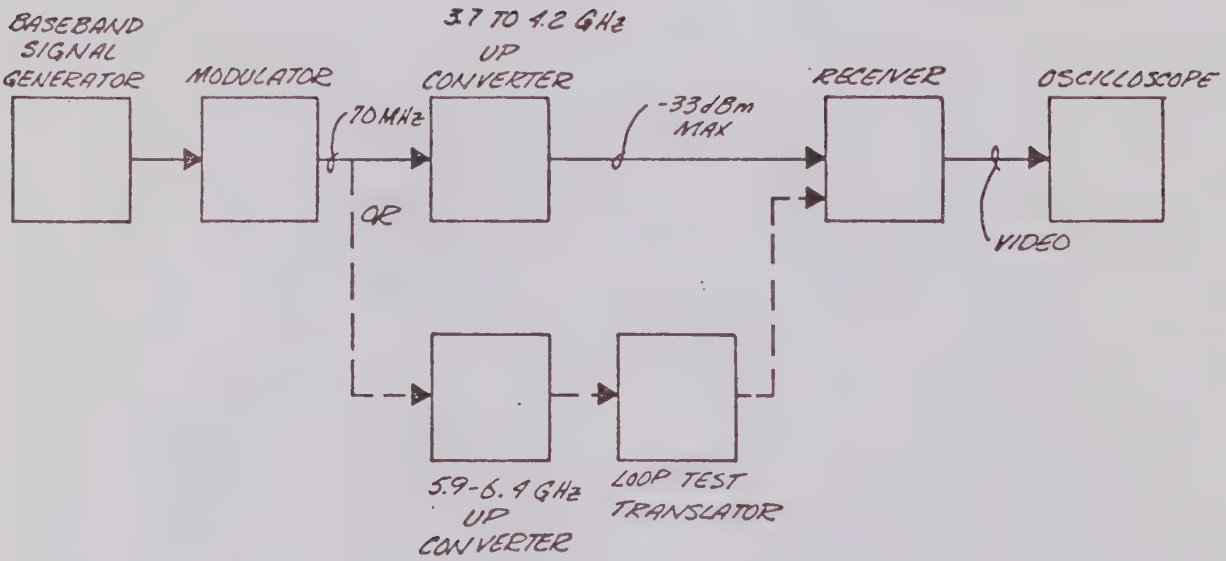

Figure 3.2 Test Tone Method of Level Adjustment
1. Set the equipment up as shown in figure 3-2.